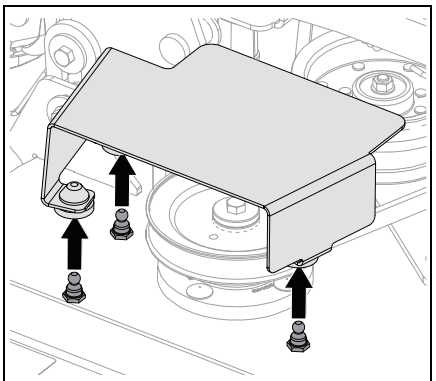

Figure 30
4. Lift belt covers to remove from mower deck. See Figure 30.